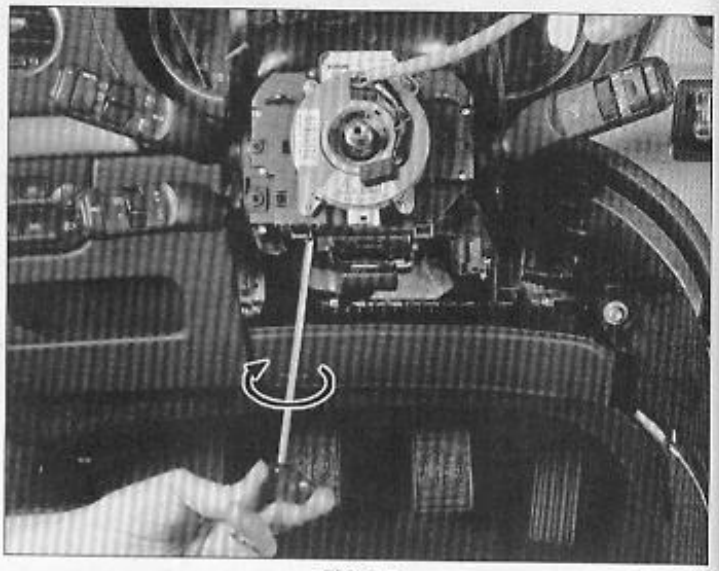

FIG. 15
• A l'aide d'une clé male 6 pans de 5 mm, desserrer le collier de serrage (flèche 1) du bloc commodo sur le colonne de direction **(Fig.15 et 16)** et à l'aide d'un petit tournevis plat, lever la languette de maintien (flèche 2) avant de dégager le bloc commodo **(Fig.16)**.